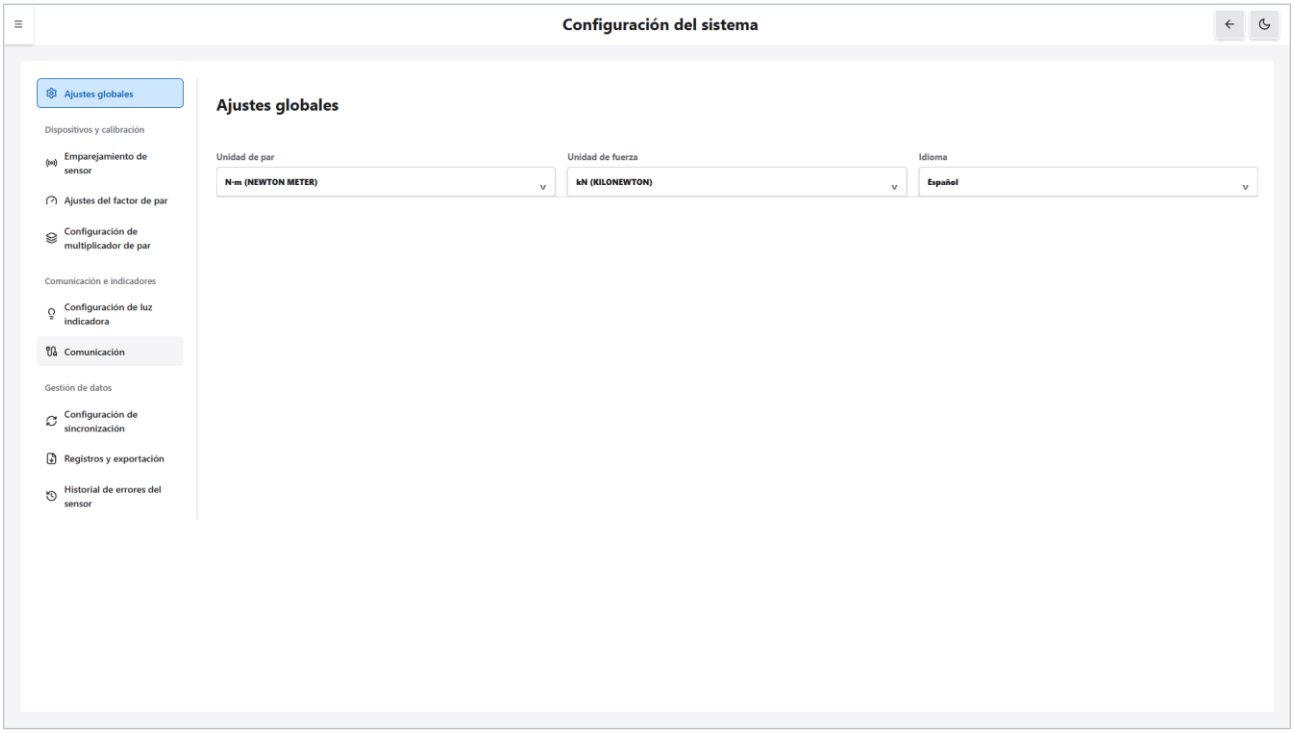

Figura 12-1 Configuración del sistema: subpágina Ajustes globales
1. Haga clic en «Alternar menú de navegación» arriba a la izquierda para abrir el menú de navegación y haga clic en «Configuración del sistema». Aparece la pantalla de la Figura 12-1, con «Ajustes globales» seleccionado a la izquierda.
La pantalla se muestra en la Figura 12-1.
1. Menú de navegación → «Configuración del sistema»; compruebe que «Ajustes globales» está seleccionado a la izquierda (Figura 12-1).